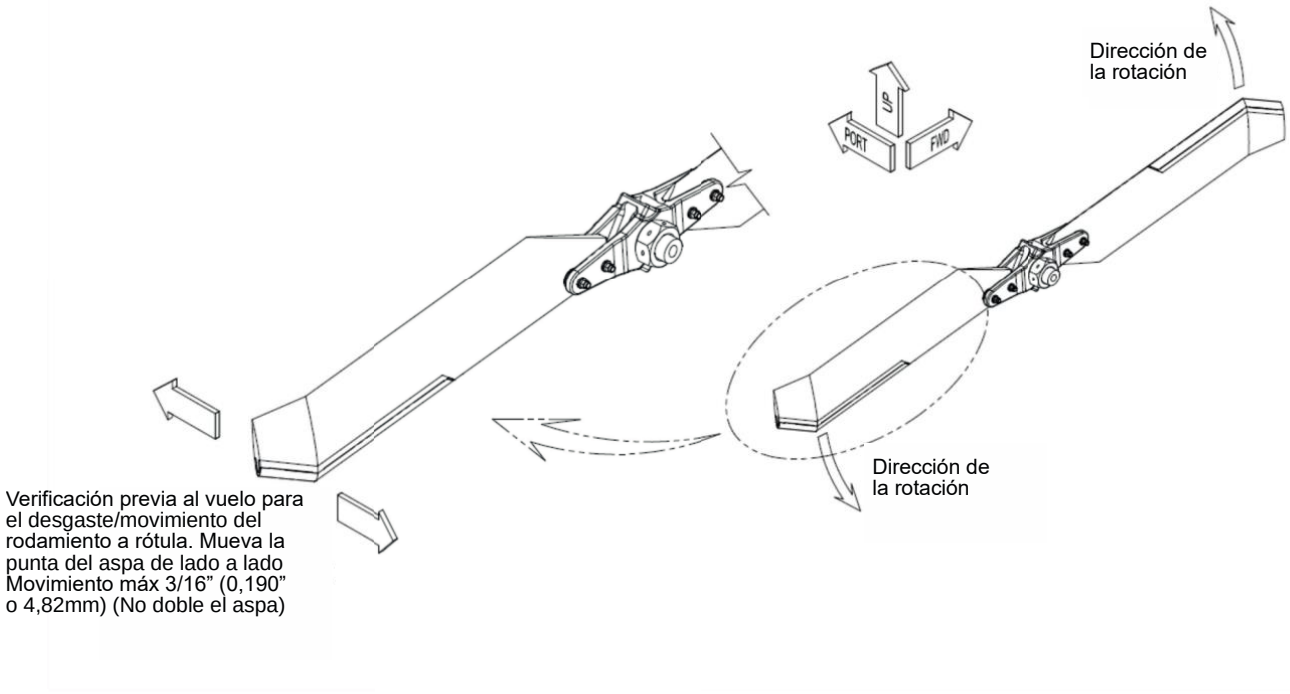

***Ilustración 8: Verificación del desgaste/movimiento del rodamiento a rótula previa al vuelo***
b. Verifique el desgaste del rodamiento a rótula inmovilizando el cubo con una mano y moviendo la punta del aspa perpendicular a la superficie del aspa (de lado a lado). Se permite un recorrido máximo de 3/16"(en la punta), esto corresponde a un movimiento máximo de bola del rodamiento a rótula de 0,015" y es un medio adecuado para determinar en el avión el desgaste/movimiento de los rodamientos a rótula. Cuando existan dudas, el personal de mantenimiento deberá ser notificado. Consulte la ilustración 8: Comprobación del desgaste/movimiento del rodamiento a rótula previa al vuelo.